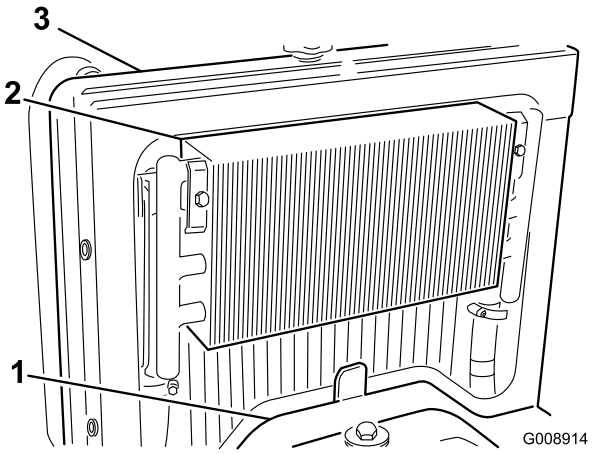

Figur 66
3. Fjern adgangspanelet (Figur 66).